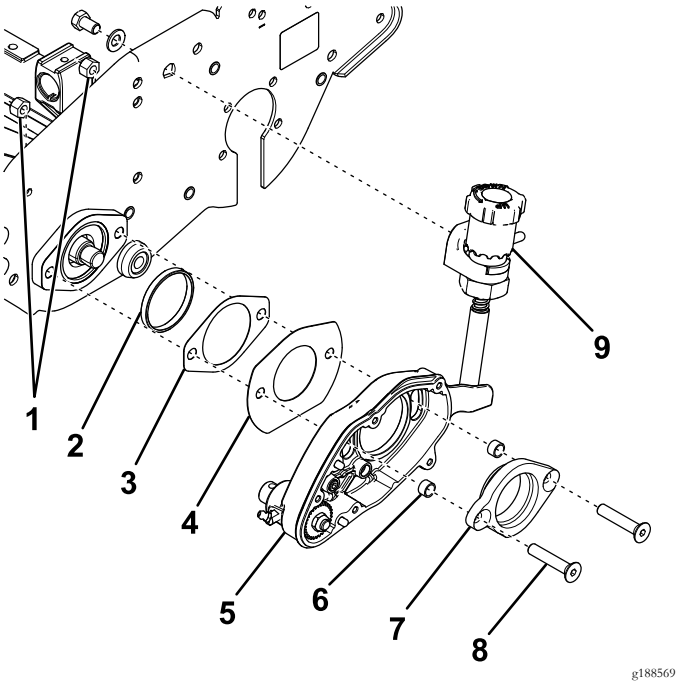

Figur 6
2. Sett adapterringen på spolelagerhuset på sideplaten (Figur 6).
3. Monter de to flathodeskruene gjennom lageradapteren, og skyv de nye avstandsstykkene inn på begge endene (Figur 6).
4. Før lageradapteren inn i trimsatshuset (Figur 6).
5. Skyv spordekselet og en ny pakning over flathodeskruene (Figur 6).
6. Før inn flathodeskruene gjennom spolelagerhuset, og fest dem med to låsemuttere (Figur 6).
7. Fest justeringsknotten til sideplaten med en bolt og skive (Figur 6).